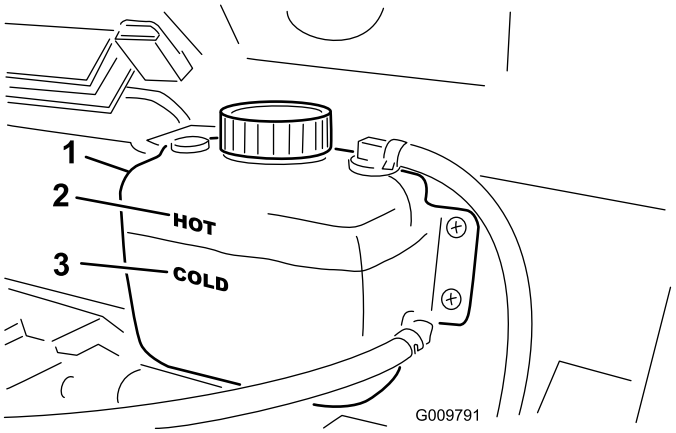

Figura 18
2. Verifique o nível do líquido de arrefecimento ao lado do depósito de reserva (Figura 18). O líquido de arrefecimento deve estar na linha Cold, quando o motor está frio.